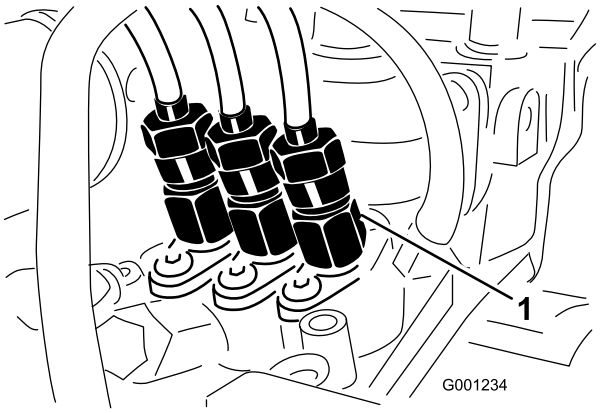

Figuur 55
1. Maak de leidingmoer van verstuiver nr. 1 los op de injectiepomp (Figuur 55).